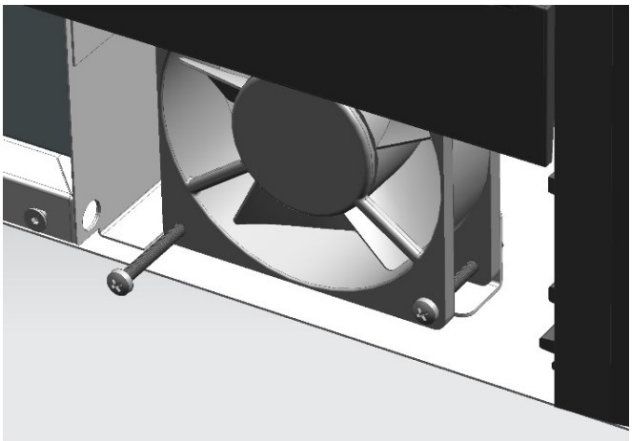

FIG. 6
2. Allentare le viti che fissano le ventole (Fig. 6)